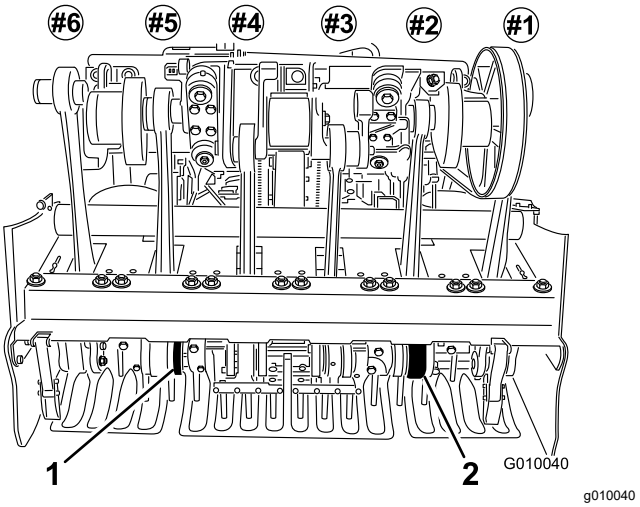

Figure 27
6. Install tines into the #2 and #5 tine holders (Figure 27) Tighten the bolts.